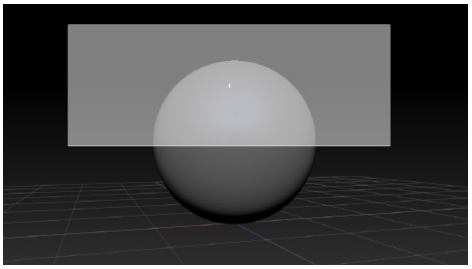
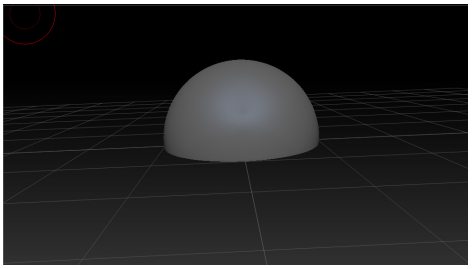

Figure 3-52 *Upper part of sphere selected using the marquee selection*
Figure 3-53 *Lower half of the sphere deleted*
4. Press CTRL+SHIFT keys and then press and hold the left mouse button. Next, drag the cursor over the sphere; a rectangular marquee selection appears. Select the upper half of the sphere, refer to Figure 3-52. Now, release the left mouse button; the lower half of the sphere is deleted, refer to Figure 3-53.